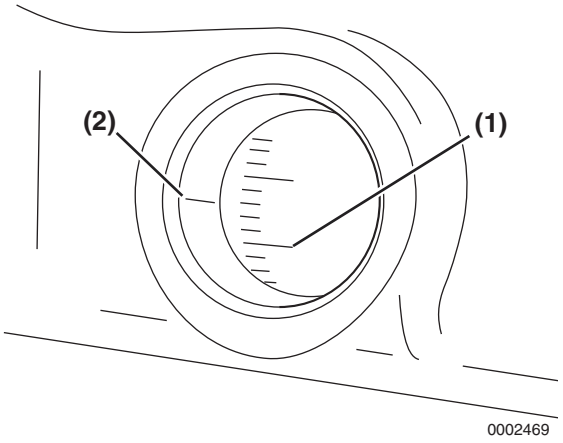

Figure 7-29
2. Determine if the timing is “advanced” or “retarded” by comparing the position of the target timing mark on the flywheel grid **(Figure 7-29, (1))** with the timing mark on the flywheel housing or back plate **(Figure 7-29, (2))**.